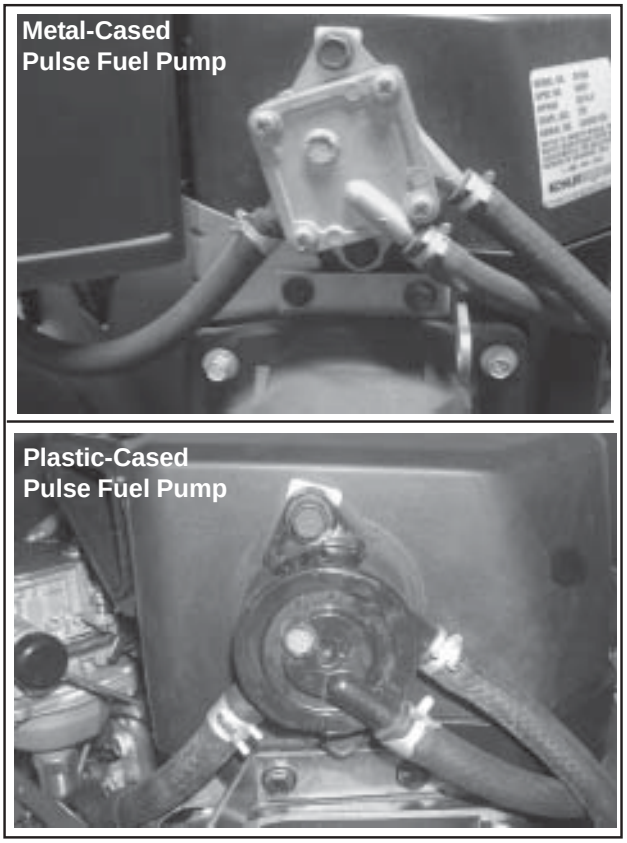

Figure 11-81. Reinstalled Fuel Pump.
1. Install the fuel pump and lines as an assembly. Connect the pulse line to the crankcase vacuum fitting. See Figures 11-81 and 11-82.